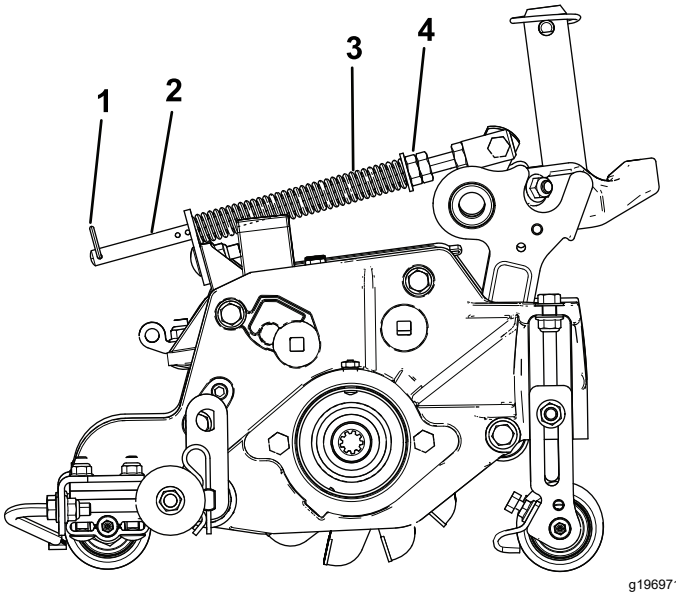

Figure 14
1. Vérifiez que la goupille fendue est insérée dans le trou de la tige de ressort (Figure 14).
longueur du ressort comprimé soit égale à 15,9 cm (Figure 14).